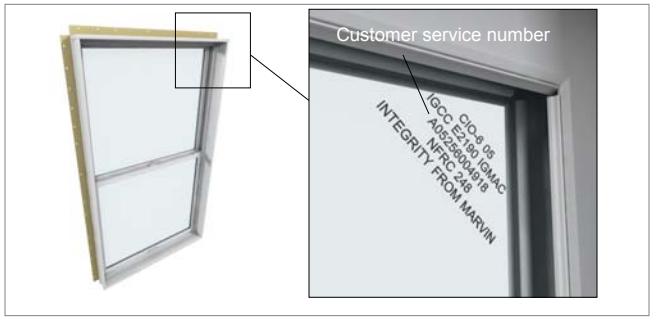

Figure 4 Etching on glass contains customer service number.
1. Remove the protective packaging from the unit and dispose/recycle properly. Inspect unit for any hidden damage and report immediately to your Integrity representative. Provide the customer service number etched on one of the top corners of the glass. See figure 4.